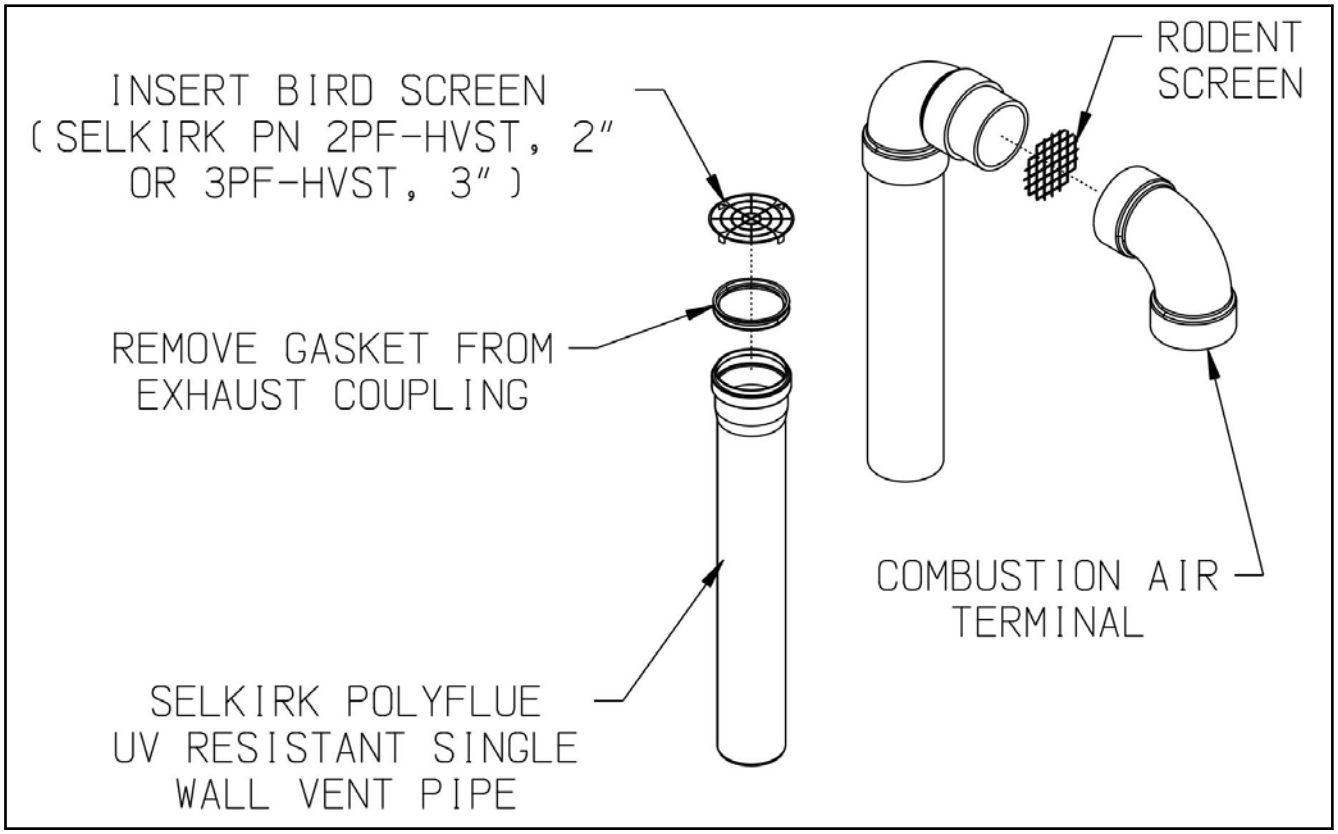

Figure 7.42: Installation of Selkirk Polyflue UV Resistant Single Wall Vertical Terminal
a. See Figure 7.42 for the proper orientation of twin pipe vertical terminals.
c. A 180° bend (or two 90° elbows) are installed on the top of the air intake pipe. If two 90° elbows are used, the rodent screen provided can be installed between them (Figure 7.42). If a 180° bend is used, install the rodent screen in the open side of the bend, using a ring made of PVC pipe. If desired, the termination fittings can be attached to the end of the intake pipes with field supplied stainless steel screws so that they can be later removed for cleaning and inspection. If this is done, drill a clearance hole in these fittings and a tap hole in the end of the intake pipes to accept these screws.